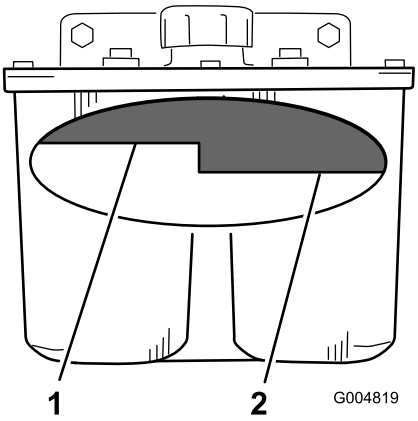

Figuur 69
2. Reinig de omgeving van de vulbuis en de dop van de hydraulische tank (Figuur 69).
3. Verwijder de dop van de vulbuis. Kijk in de vulbuis om te controleren of er nog vloeistof in het reservoir is (Figuur 69).
Opmerking: Het vloeistofpeil moet aan de bovenkant van de Warm-markering op de keerplaat staan als de vloeistof warm is (Figuur 69).